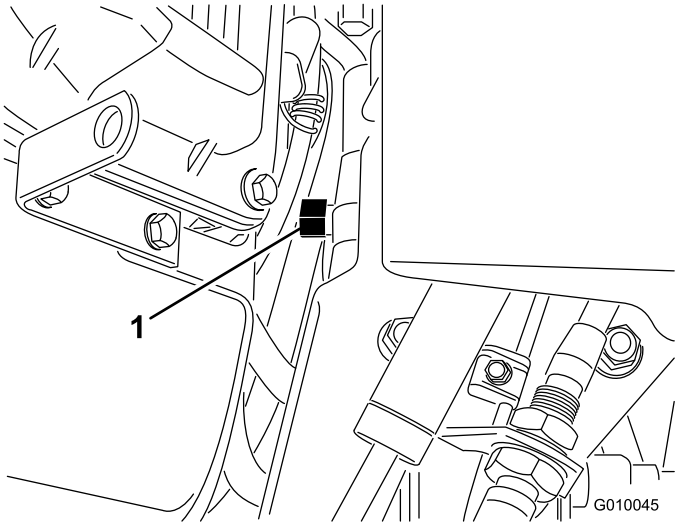

Figur 31
2. Finn omløpsventilen mellom motoren og hydrostatisk pumpe (Figur 31).
3. Bruk en 5/8-tommers skrunøkkel og rotere omløpsventilen mot klokken én omdreining. Dette tillater at hydraulikkvæsken passerer gjennom pumpen, og at hjulene ruller (Figur 31).
5. Drei omløpsventilen én gang med klokken for å bruke maskinen igjen (Figur 31).